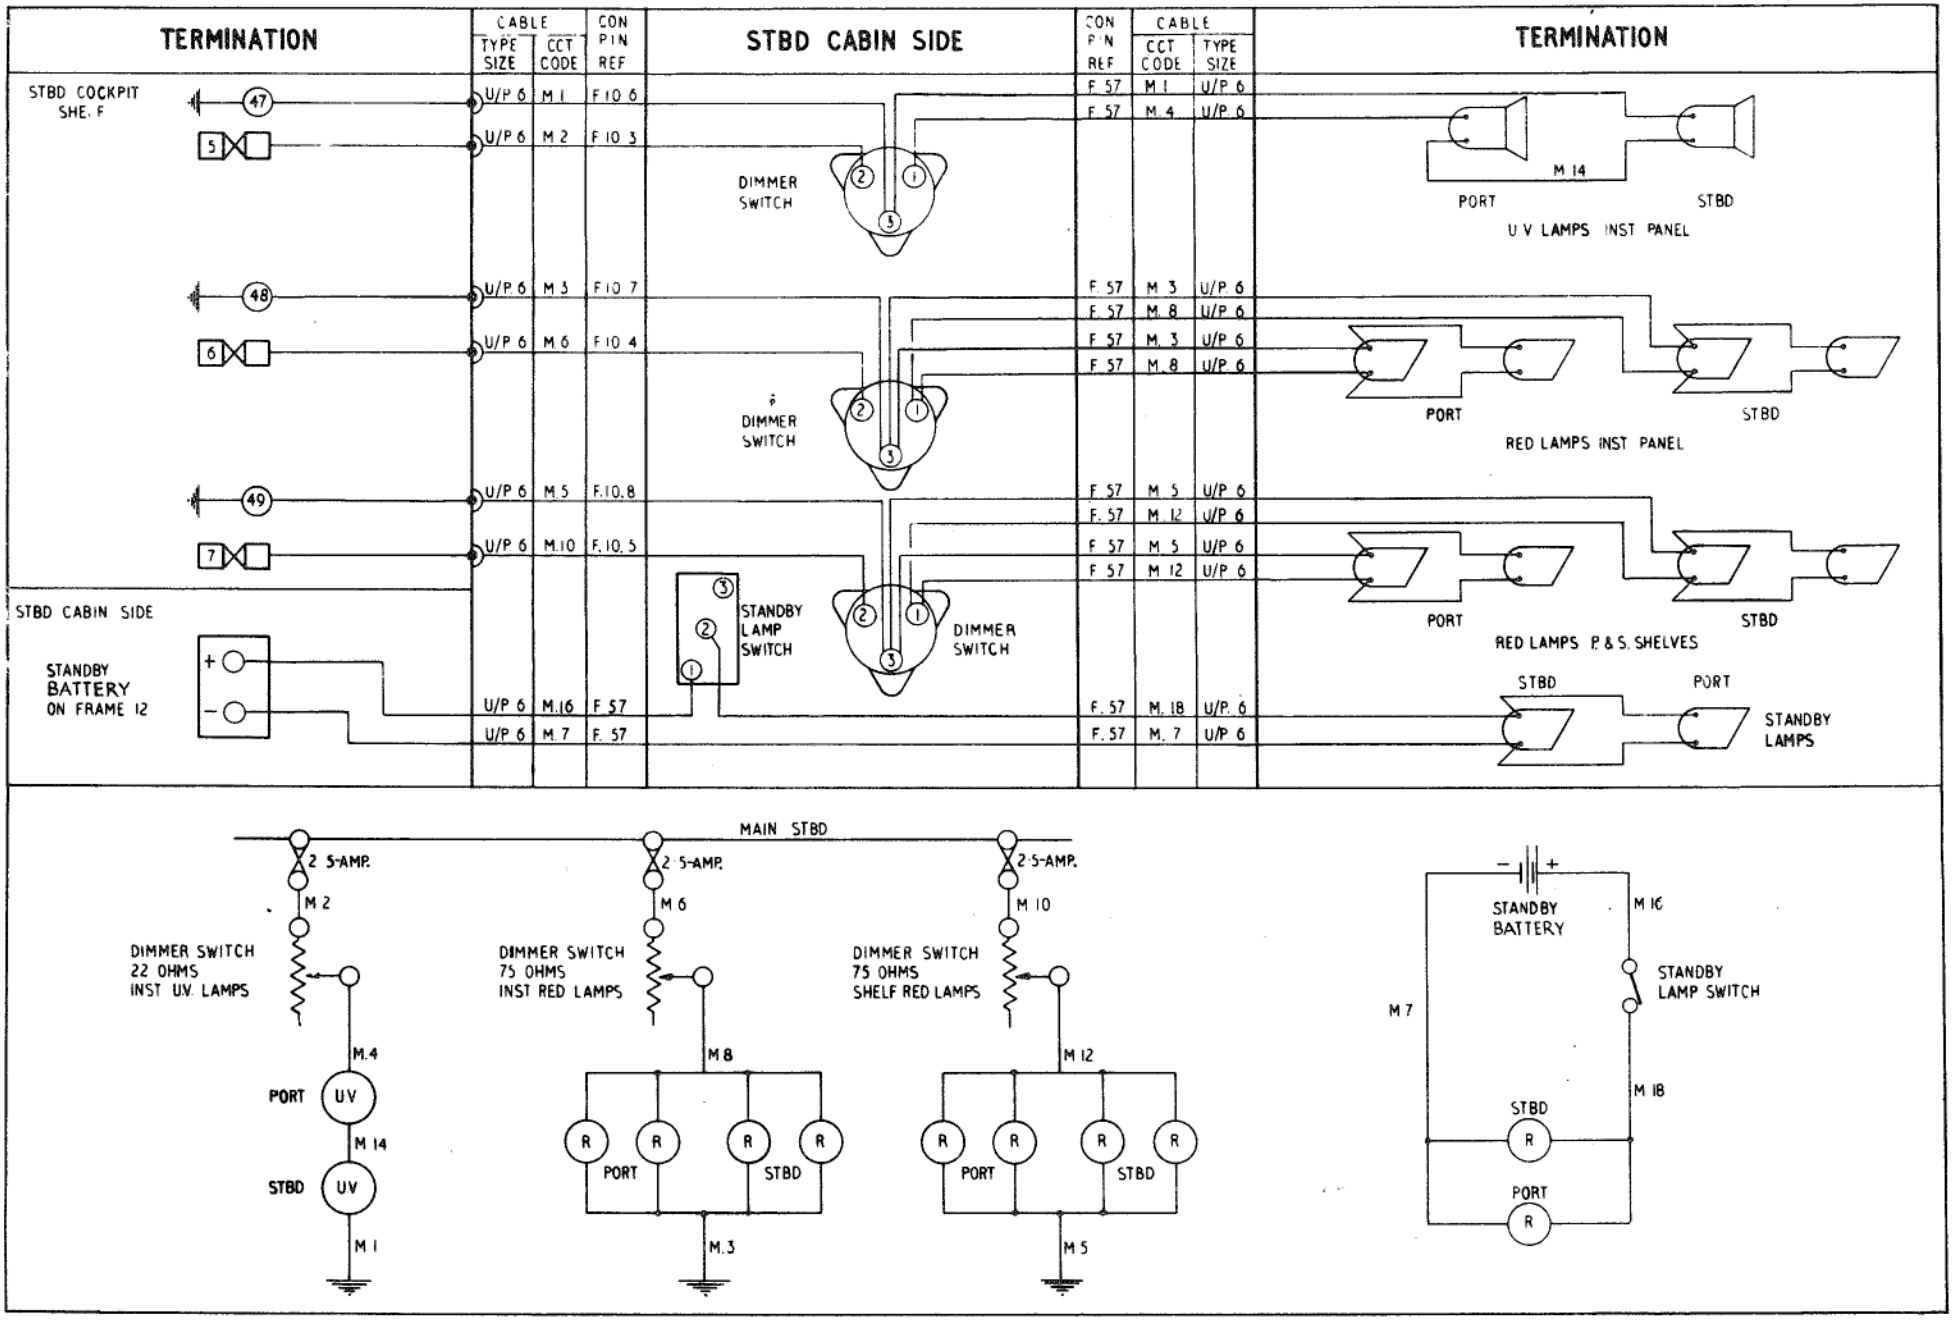

FIG. 1 CABIN LIGHTING
2. The cabin lighting installation consists of four separately controlled circuits supplying lamps to illuminate the instrument panels and cockpit shelves. The following paragraphs describe each of these circuits in turn and routing and theoretical diagrams of the circuits are given in fig. 1.